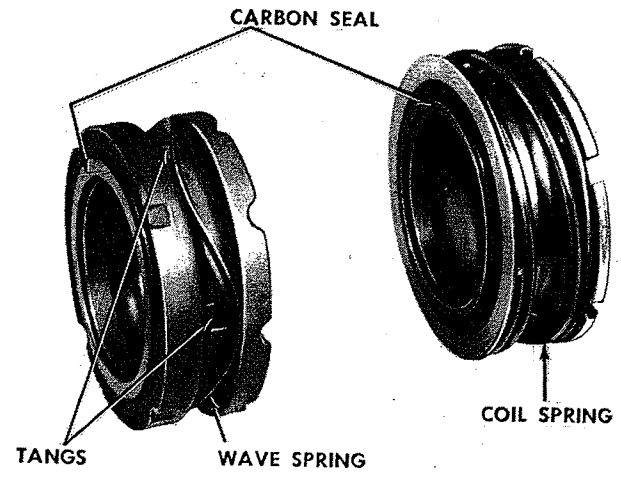

*Fig. 65—Gas Seal Identification*
The crankshaft gas seal replacement package consists of the crankshaft gas seal assembly and crankshaft bearing housing seal seat plate. Two types of crankshaft seals are supplied for service, as shown in Figure 65. If replacement package contains the cartridge-type seal, follow the entire installation procedure given below. If replacement package contains the unitized-type seals, steps 1, 2 and 4 will not apply.
(1) Before installing the cartridge-type gas seal assembly, inspect the assembly to make sure that tangs index in slots of mating part. This will insure proper spring action. The carbon seal must be assembled as shown in Figure 65.
(2) Hold seal firmly on the outside edge to prevent it from rotating out of the index slots. **Do not touch sealing face of carbon seal.**